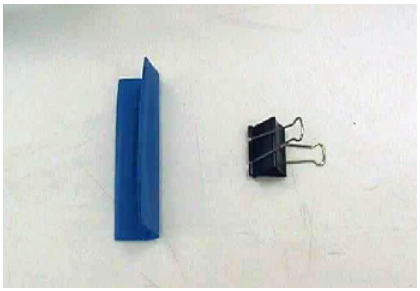
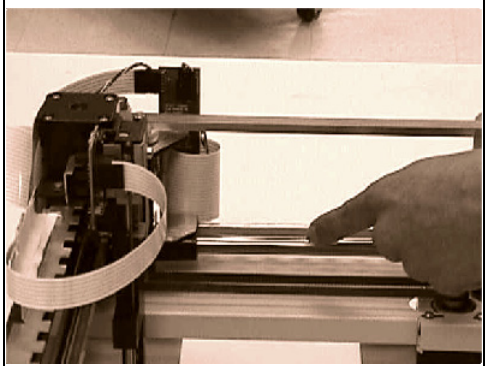

Figure B-17.
Figure B-18.
14. Remove the clip and sleeve (see Figure B-17 and Figure B-18).